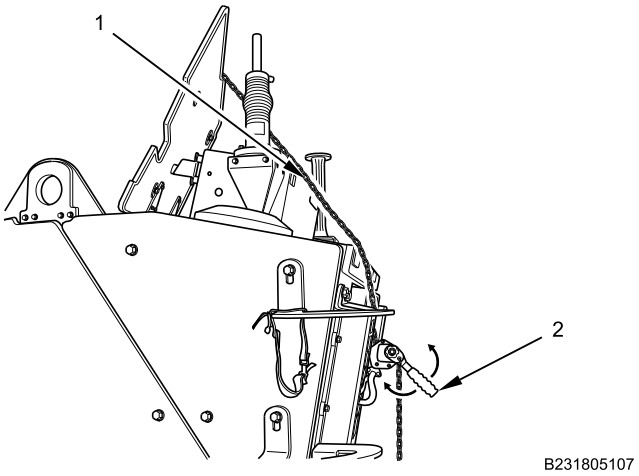

Figure 3. Tightening Chain Hoist.
3. Tighten chain hoist (Figure 3, Item 1) by moving ratchet handle (Figure 3, Item 2) back and forth just until strap (Figure 3, Item 1) becomes snug.